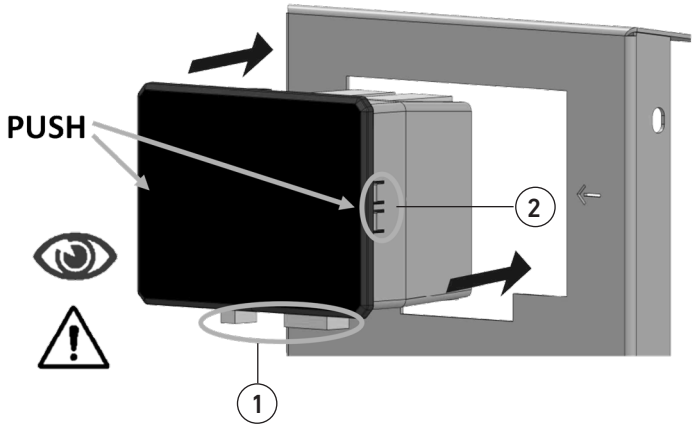

fig. 21
- Eseguire un corretto collegamento del dispositivo (NON invertire i connettori, rispettare i collegamenti dati dal costruttore) e prestare attenzione al verso che la centralina deve avere per entrare in sede (fig. 21 part.1);
- Per l'inserimento del componente in sede premere sui bordi laterali della centralina in prossimità delle frecce, come indicato in fig. 21. Quando il componente sarà arrivato a battuta i denti laterali (fig. 21 part.2) emetteranno un 'click' che indica il corretto ancoraggio alla lamiera.